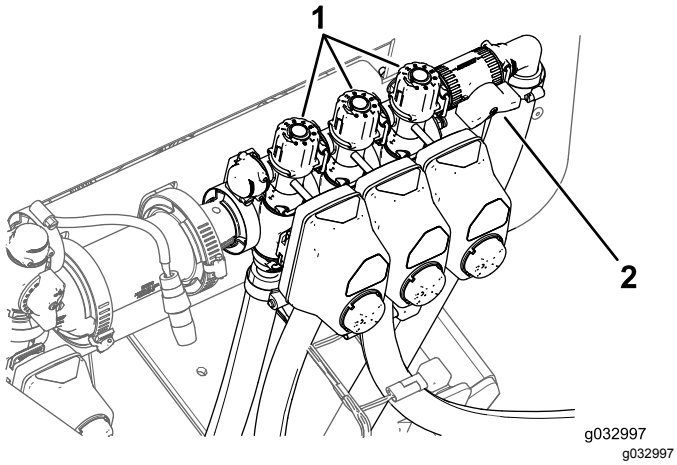

**Рисунок 48**
9. Выключите левую стрелу и с помощью регулировочной ручки перепуска стрелы (Рисунок 48) установите давление на прежний уровень.
11. С помощью регулировочной ручки перепуска правой стрелы (Рисунок 48) установите давление на прежний уровень.
13. С помощью ручки перепуска средней секции стрелы (Рисунок 48) установите давление на прежний уровень.